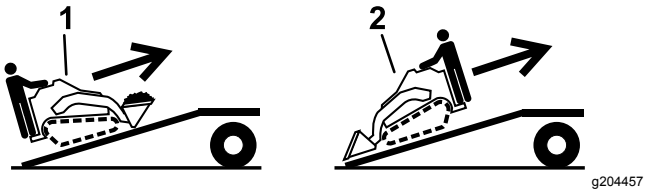

Figuur 28
5. Laad de machine op de aanhanger met de zwaarste kant naar de bovenste zijde van de oprijplaat gericht, en zorg dat de lading onderaan zit (Figuur 28).